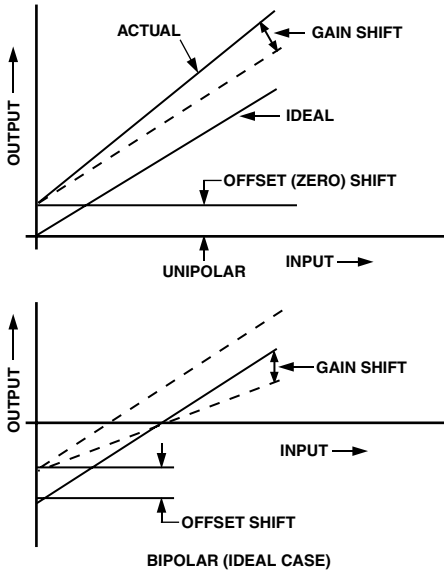

Figure 5. Unipolar and Bipolar Drifts
Temperature error analysis in the unipolar mode is straightforward: there is an offset drift and a gain drift. The offset drift (which comes from leakage currents and drift in the output amplifier (OA)) causes a linear shift in the transfer curve as shown in Figure 5. The gain drift causes a change in the slope of the curve and results from reference drift, DAC drift, and drift in R_{GAIN} relative to the DAC resistors.
Note that if the DAC and application resistors track perfectly, the bipolar offset drift will be zero even if the reference drifts. A change in the reference voltage, which causes a shift in the bipolar offset, will also cause an equivalent change in I_{REF} and thus I_{DAC}, so that I_{DAC} will always be exactly balanced by I_{BP} with the MSB turned on. This effect is shown in Figure 5. The net effect of the reference drift then is simply to cause a rotation in the transfer around bipolar zero. However, consideration of second order effects (which are often overlooked) reveals the errors in the bipolar mode. The unipolar offset drifts previously discussed will have the same effect on the bipolar offset. A mismatch of R_{BP} to the DAC resistors is usually the largest component of bipolar drift, but in the ADDAC80 this error is held to 10 ppm/°C max. Gain drift in the DAC also contributes to bipolar offset drift, as well as full-scale drift, but again is held to 10 ppm/°C max.